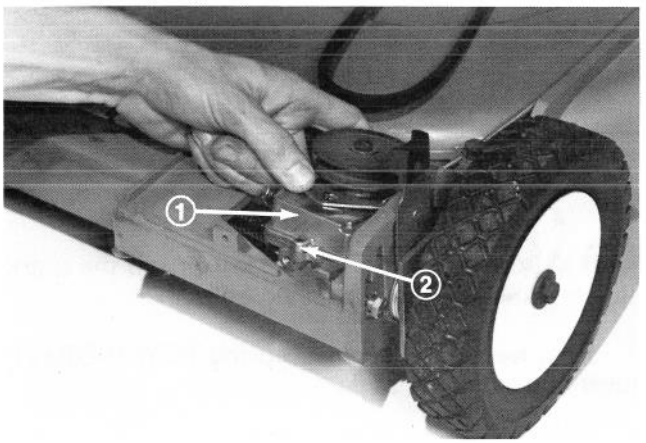

Figure 44
5. With mower on level surface, tip gear case forward to a level position. Gear oil will flow out hole in gear case if filled to proper level (Fig. 44). If no gear oil is evident, add gear oil to gear case: proceed to item 6.